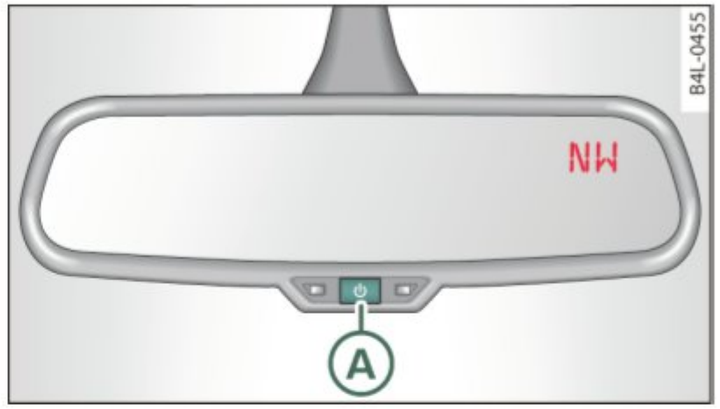

Fig. 68 Inside rear view mirror: digital compass activated
– Hold the (A) ⇒ *page 70,* fig. 68 button down until the number of the set magnetic deflection zone appears on the interior rear view mirror.
– Adjust the magnetic deflection zone by repeatedly pressing on the (A) button. The set mode automatically deactivates after a few seconds. ■